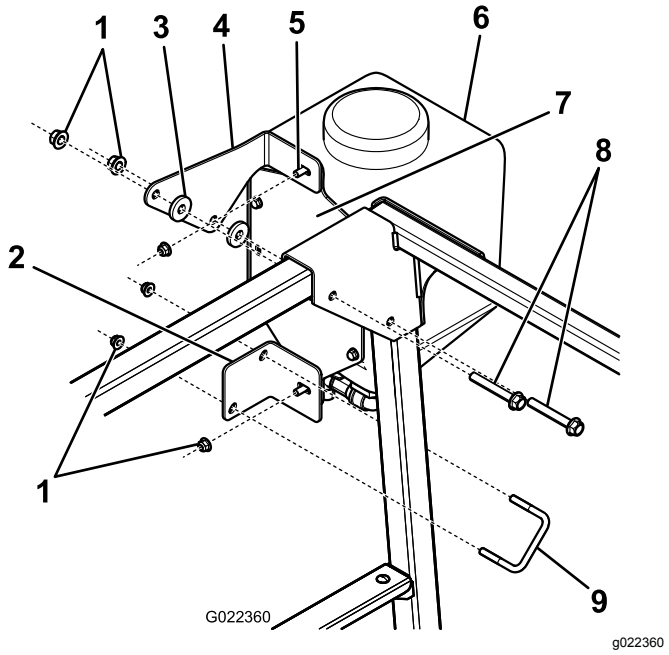

Figur 25
1. Monter det øvre og nedre ferskvannstankfestet på ferskvannstanken ved å bruke to flenshodeskruer og flensmuttere (Figur 25).
2. Fest det øvre ferskvannstankfestet til veltebøylen med to skiver, to skruer og de eksisterende mutrene (Figur 25).
3. Fest det nedre ferskvannstankfestet til veltebøyledekselet med U-bolten og to flensmutre (Figur 25).